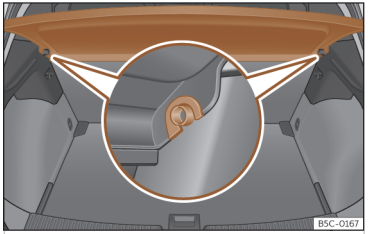

Abb. 172 Im Gepäckraum: Gepäckraumabdeckung aus- und einbauen.
- Ziehen Sie die Gepäckraumabdeckung nach oben aus den seitlichen Halterungen ››› **(Abb. 172)** heraus.
- Führen Sie die Gepäckraumabdeckung horizontal ein, so dass das „Hufeisen“ über der Aufnahmeachse ››› **(Abb. 172)** liegt, und drücken Sie die Abdeckung nach unten, bis sie einrastet.